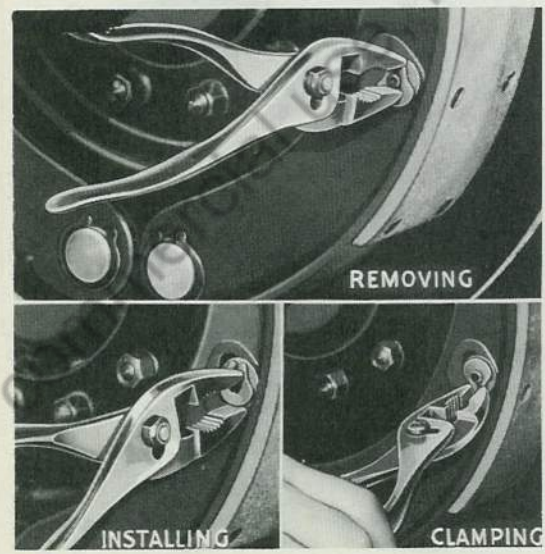

Fig. 16 Method of Removing and Installing Brake Shoe Guide Pin "C" Washers. (Front "Split" Type Axle Housing)
3. Remove guide pin "C" washers (11) with pair of pliers as shown in Fig. 16.
5. Replace "C" washer (11) on guide pins using flat washers (10) on each side of shoe. Clamp ends together using pliers as shown in Fig. 16.